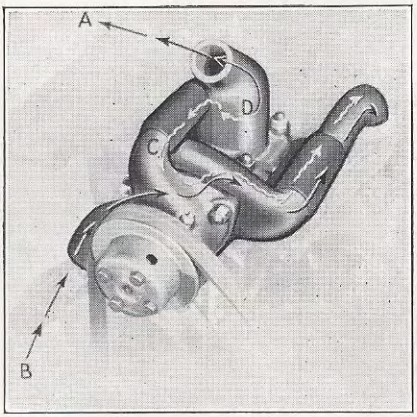

Figure 26
Models 15 and 17, which use a by-pass type water pump, are equipped with a by-pass type thermostat, located in outlet (D), Fig. 26. This type thermostat, although restricting water circulation through the radiator core, does permit circulation through the by-pass (C) in the pump and back into the cylinder block. This thermostat also begins to open at 150° to 155° and is fully opened at 185° F.